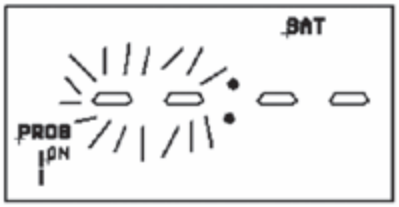

Figure B-9: Setting ‘ON’ / ‘OFF’ times (Saturday)
6. Press ‘PROG’ to scroll through program 2 ON, program 2 OFF, program 3 ON, program 3 OFF, program 4 ON, program 4 OFF, adding in times as required. If you wish to omit programmes just leave dashes in that ON/OFF location. Press ‘PROG’ to move to the next linked day (SAT follows the 5 day group automatically). Refer to Figure B-9.